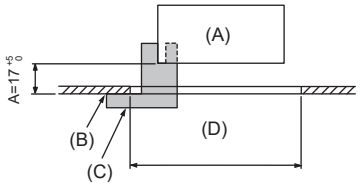

Abb. 9-2
(1)	Gitter	1	950 × 950 (mm)
(2)	Installationsmessgerät	1	(In 4 Teile unterteilt)
(3)	Schraube (4 × 16)	1	Für PLP-6EAE, PLP-6EALE, PLP-6EALME3, PLP-6EALMEN3
(4)	Eckplatte für den i-See-Sensor	1	Für PLP-6EAE, PLP-6EALE, PLP-6EALME3, PLP-6EALMEN3
(5)	Drahtlose Fernbedienung	1	Für PLP-6EALM3, PLP-6EALMN3, PLP-6EALME3, PLP-6EALMEN3
(6)	Fernbedienungshalter	1	Im Lieferumfang enthalten, wenn die drahtlose Fernbedienung vorhanden ist. *
(7)	LR6-AA-Batterien	2	Für PLP-6EALM3, PLP-6EALME3
(8)	3,5 ×16 Gewindeschneid-schrauben	2	Im Lieferumfang enthalten, wenn die drahtlose Fernbedienung vorhanden ist. *
9.2. Vorbereitung zum Anbringen des Gitters (Abb. 9-2)
• Mit der mit diesem Bausatz gelieferten Lehre (2) die Position des Hauptgeräts im Verhältnis zur Deckenoberfläche überprüfen. Wenn das Hauptgerät im Verhältnis zur Deckenoberfläche nicht richtig positioniert wird, kann Luft austreten, oder es kann sich Kondensationsflüssigkeit ansammeln.